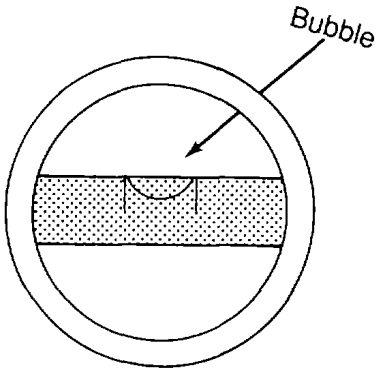

Figure 3-5. Level Condition
b. Use. To use a level, simply place it on the surface to be checked. Inspect the vial which is nearest to the horizontal. If the surface is level, the bubble will be situated between the two etched lines on the vial. A level condition is shown in figure 3-5.